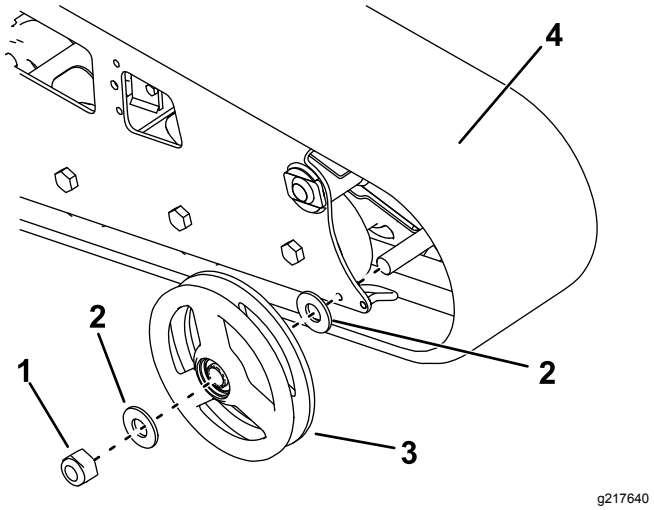

Figuur 60
7. Verwijder de moer waarmee het buitenste voorwiel is bevestigd en verwijder het wiel (Figuur 60).
8. Verwijder de rupsband (Figuur 60).
9. Trek de 2 grote ringen uit de buitenste wielen, 1 aan elke zijde van elk wiel (Figuur 60).
12. Plaats de nieuwe rupsband (Figuur 60).
13. Monteer het buitenste voorwiel en zet het vast met de moer die u eerder hebt verwijderd (Figuur 60).